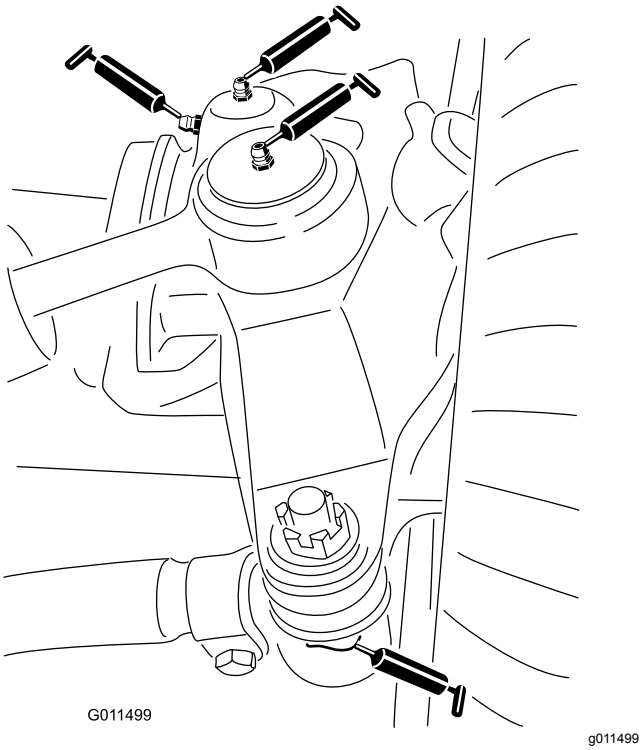

**Figuur 61**
- 2 kogelverbindingen van de stuurcilinder (Figuur 61)
- 2 kogelverbindingen van de trekstang (Figuur 61)
- 2 lagerbussen van de koppelpen (Figuur 61). **De bovenste nippel op de koppelpen hoeft slechts één keer per jaar te worden gesmeerd (twee keer pompen).**